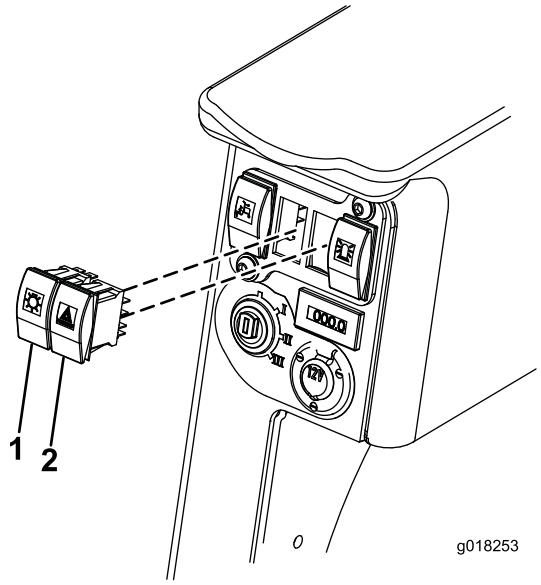

Figura 16
7. Ligue o interruptor de luz e perigo ao conector correcto e empurre o interruptor para o furo (Figura 16).